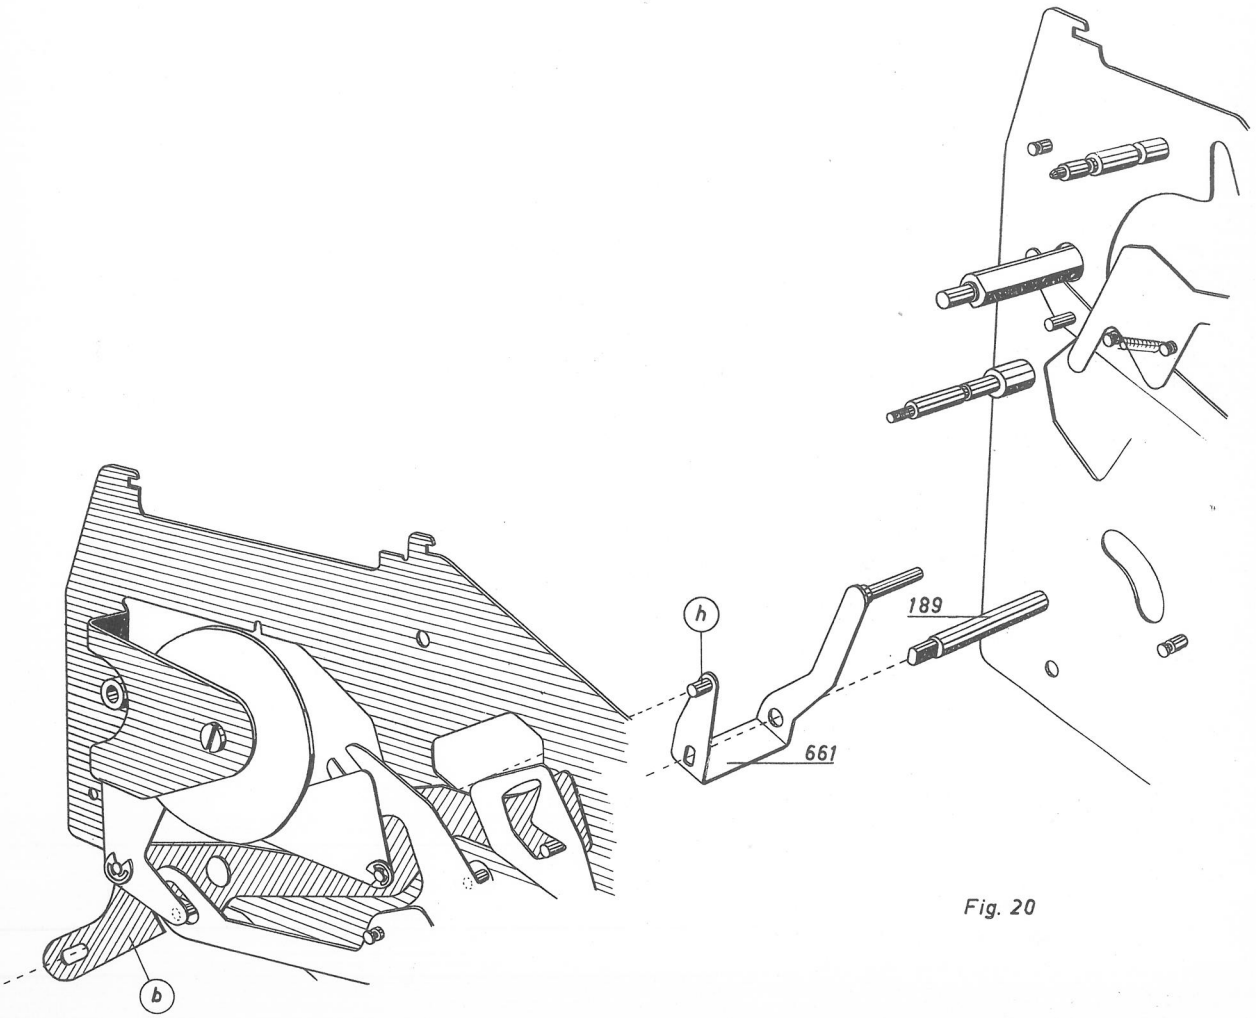
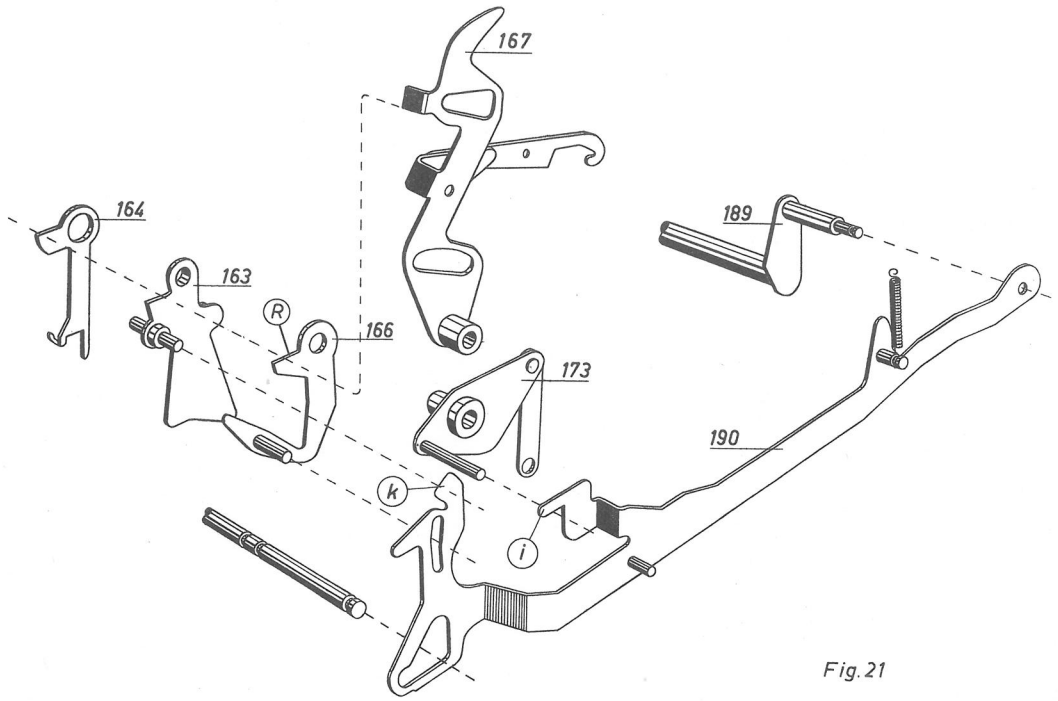
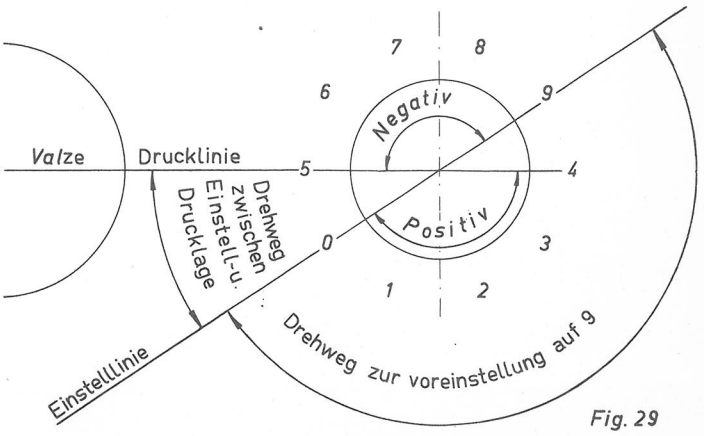

Fig. 20
Fig.21
Fig. 29
1) Immer wenn eine der Tasten 5 - 9 betätigt wird, stellt sich der Wipparm b von Plus- auf Minusstellung, wobei er den Bügel (661) mit Hilfe des Zapfens h (Fig. 20) dreht.
Die Achse (189) ist mit dem Bügel (661) verbunden und überträgt die Drehbewegung so von der linken auf die rechte Maschinenseite, dass der Ergänzungsschieber (190,Fig.21) nach vorne gedrückt wird und sich mit der Kante K unter den Zapfen der Startkurve(163) setzt. Gleichzeitig wird die Sperre(166,Fig.21), die durch einen Zapfen mit dem Ergänzungsschieber in Verbindung steht, soweit nach vorne geschwenkt, dass sie sich mit ihrer Stopnase R vor die Startwage (167) setzt.
2) Wird nun die Zwischen- oder Endsummentaste betätigt, drückt der Zapfen der Startkurve (163,Fig.21) den Ergänzungsschieber bei K nach unten und die Nase i löst über den Starthebel (173) einen Start aus.
3) Da die Startwaage (167) durch die Sperre (166) gesperrt ist, ist dieser Start, obwohl durch die Zwischen- oder Endsummentaste ausgelöst, ein gewöhnlicher Start, d.h. der noch im Stellstiftwagen befindliche Wert wird im Rechenwerk I aufgenommen.
4) Während dieses Maschinenzuges drückt der Zapfen an der äusseren Scheibe des Treibsegmentes (700) wieder auf die Pluswippe (715,Fig.19). Der Wipparm b schwenkt in Plusstellung, wobei der Bügel (661) und die Achse (189,Fig.20) in ihre Grundstellung gehen und der Ergänzungsschieber (190,Fig.21) mit der Sperre (166) zurückgezogen wird.
5) Die Startwaage, die nun von der Sperre (166) frei ist,könnte nach hinten fallen,um den neuen Start auszulösen,wenn sie nicht noch von der in Arbeitsstellung befindlichen Startsperre (164, Fig.21) daran gehindert würde. Erst wenn diese vom Universalschlitten(95,Katalogseite 113) in Grundstellung gebracht wurde, wird die Startwaage zum Auslösen der Zwischen- oder Endsumme freigegeben.
Fig. 29 gibt die Lage der Ziffern auf dem Ziffernrad, sowie den Drehweg zur Voreinstellung auf die Ziffer 9 an. Da das Zahnsegment (522) während des Druckes durch den Sperrarm (517) gesperrt ist, muss sich das Ziffernrad beim Vorschnellen des Schreibarmes(521,Fig.25)zwangsläufig aus der"Einstell-Lage" in die "Drucklage" drehen. Dieser Drehweg ist ebenfalls aus Fig.20 ersichtlich.